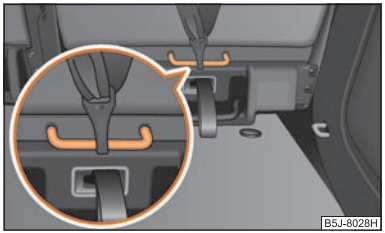

Fig. 125 Rear seat: Top Tether
The rear exterior seats and/or the middle seat (only valid for some countries) are equipped as standard with the attachment system “Top Tether” at the rear of the seat backrest for enhancing the child safety ⇒ fig. 125. Always perform the installation and removal as stated in the instructions from the manufacturer of the child seat.
- **Attach the child seats with the “Top Tether” system only to the points provided for this purpose ⇒ fig. 125.**